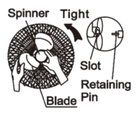

Fig 2
- Install the fan blade onto the motor shaft. Make sure the fan blade slot fits into the retaining pin of the motor shaft (see Fig.2)